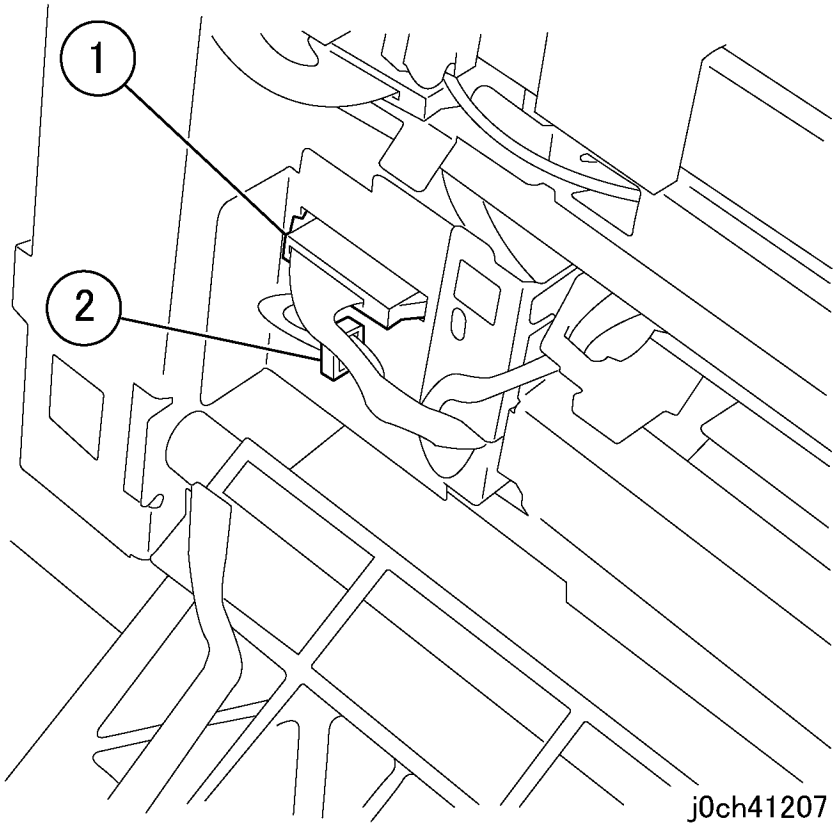

Рисунок 3 Отсоединение разъема (j0ch41207)
6. Отсоедините разъем (рисунок 3).